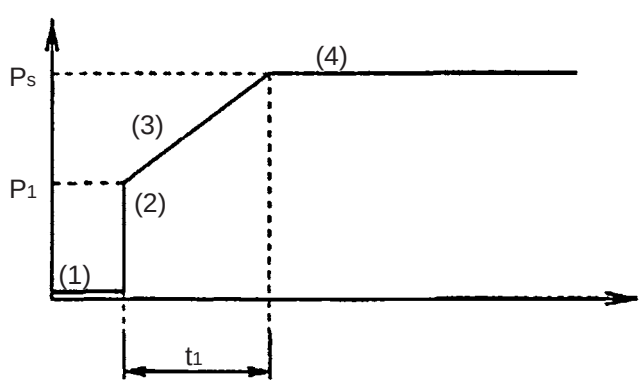

Figure 5 Boost pressure characteristic
Through the processes (1) through (4) above, the relief pressure varies as in Figure 5.